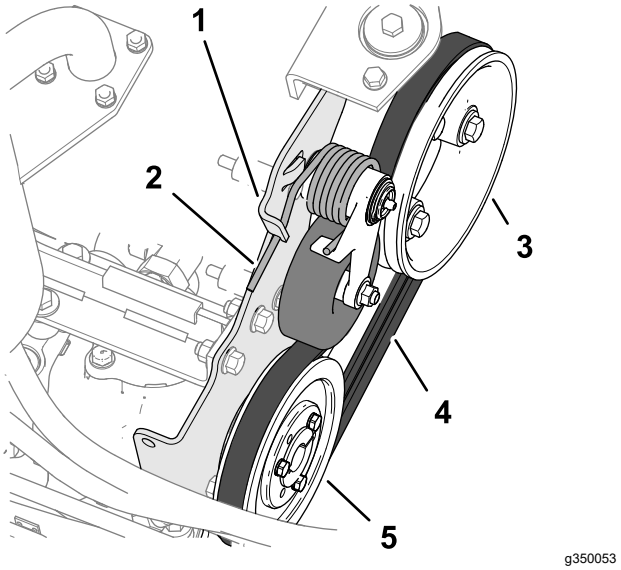

Figuur 81
2. Duw het einde van de riemspanveer naar benden en uit de inkeping in de lip van de pompbevestiging en beweeg het veeruiteinde naar voren (Figuur 81).